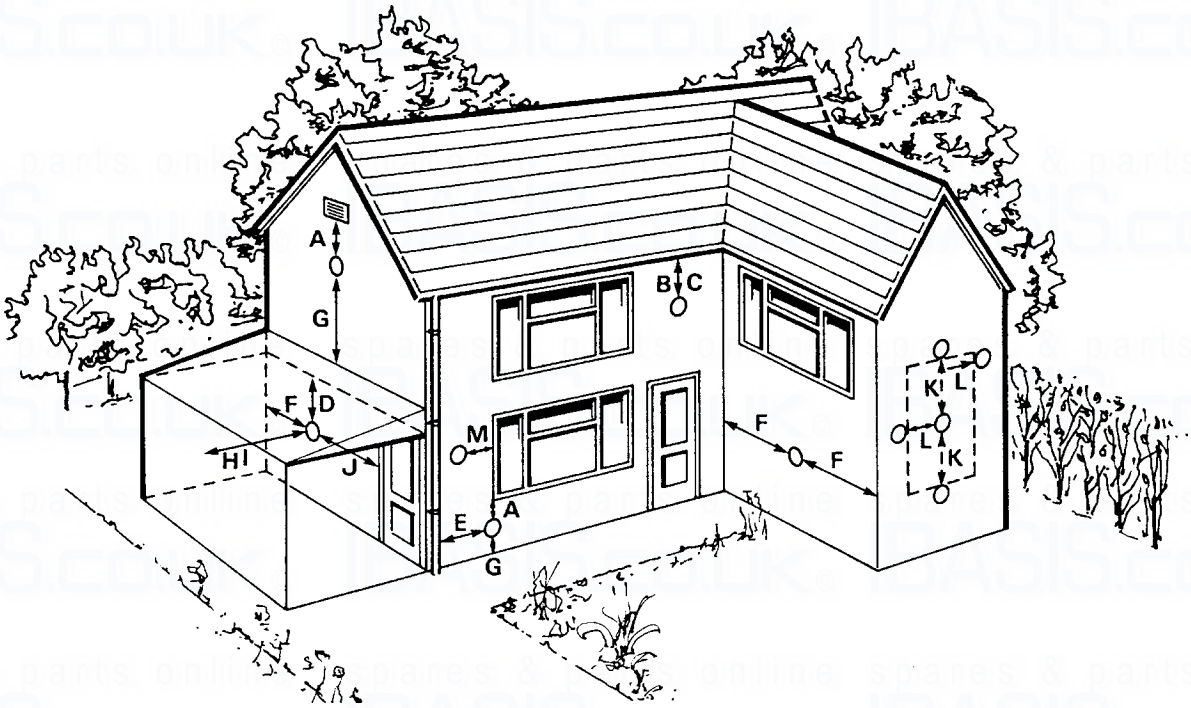

Fig. 5
3.5 FLUE TERMINAL LOCATION - Fig. 5